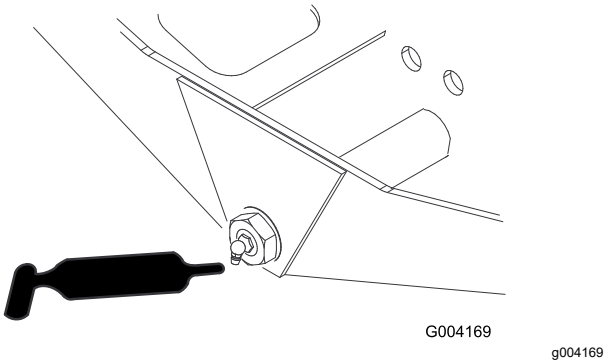

**Figuur 78**
- Draaipunt van asbesturing (1) (Figuur 78)